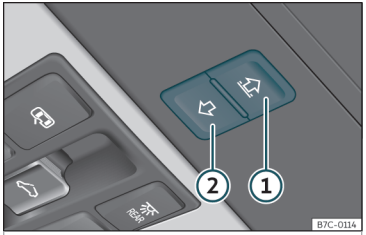

Fig. 85 En el revestimiento interior del techo: teclas de la cortinilla parasol.
Las teclas ››› **fig. 85** ① y ② tienen dos niveles. En el primer nivel se puede abrir o cerrar la cortinilla parasol total o parcialmente.
- *Cortinilla parasol:* antes de que transcurran aprox. 5 segundos desde la activación de la función antiaprisionamiento, pulse la tecla ››› **fig. 85** ② hasta que la cortinilla se cierre completamente.